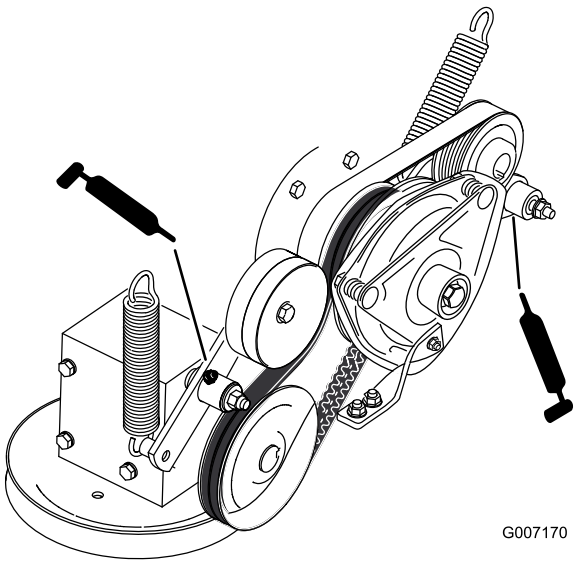

Figuur 31
7. Smeer de arm van de spanpoelie van de drijfriem van de aftakas (Figuur 31).
8. Smeer de arm van de riemspanpoelie van de pomp (Figuur 31).